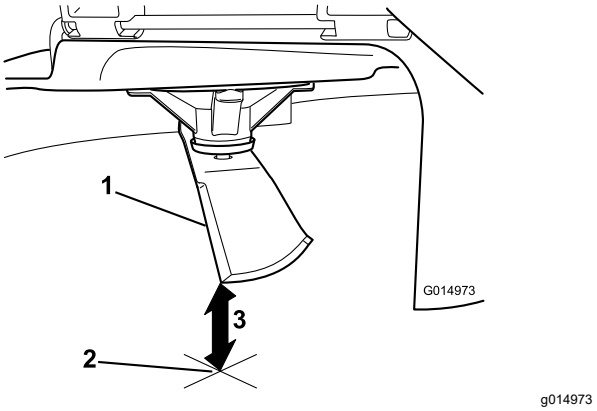

Figure 60
5. Mesurez la distance entre la pointe de la lame et la surface plane (Figure 60).